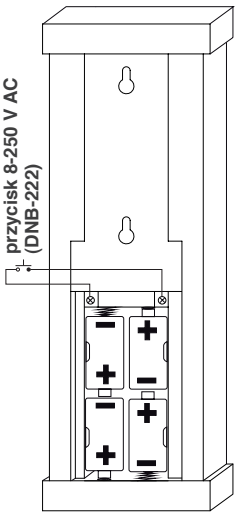

**Rys. 3**
1. Podłączenie specjalne 2-przewodowe – nie wymaga instalacji zasilającej dzięki zasilaniu bateryjnemu (umożliwia wykorzystanie przycisków niskonapięciowych, również niskonapięciowych przycisków mosiężnych i ozdobnych, np. przyciski typu PDM-231, PDM-232, PDK-250/1, PDK-250/2, PDK-250/3 produkcji Zamel - rys. 3.